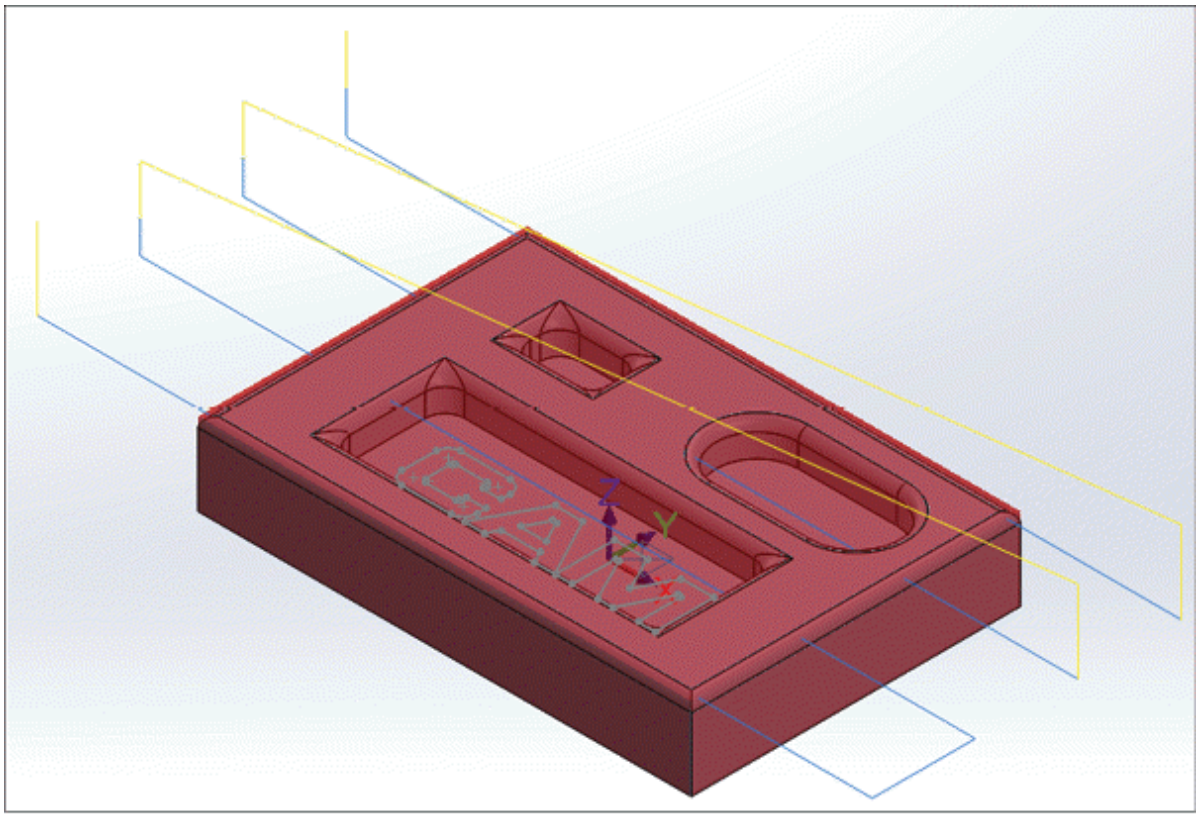

Figure-11. Facing toolpaths generated
- Click on the **OK** button from the dialog box. The toolpath will be generated; refer to Figure-11.